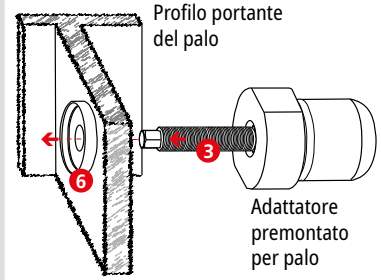

Fig. 3b
Alle fig. 3b - 3d
➲ A questo punto l'adattatore premontato per palo va accostato al profilo portante del palo e fatto passare attraverso il foro di passaggio per il montaggio (vedere fig. 3b). Contemporaneamente, sull'altro lato del profilo portante del palo, la rondella grande (Ø 30 mm) va inserita nella parte isolante (all'esterno) ❻ e avvitata saldamente mediante il dado esagonale M12 (misura della chiave 19, 10-30 Nm). Nel contempo occorre tenere fermo, esercitando forza in senso opposto, l'elemento di connessione ❸ applicando all'apposita superficie una chiave a forchetta (misura 8) (vedere fig. 3b - 3d).